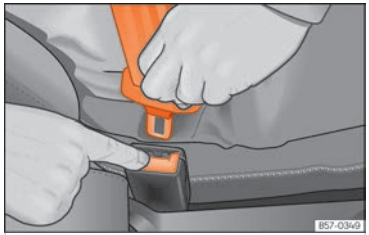

Fig. 22 Deixar anar la llengüeta del tancament del cinturó.
- Premeu la tecla vermella del tancament ››› **fig. 22**. La llengüeta saltarà del tancament.